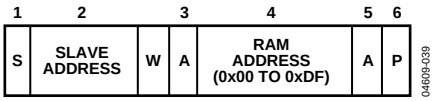

Figure 39. Setting a RAM Address for Subsequent Read
The SMBus specification defines several protocols for different types of read and write operations. The following abbreviations are used in Figure 39 to Figure 47:
- To write a register address to RAM for a subsequent single byte read from the same address, or a block read or write starting at that address, as shown in Figure 39.